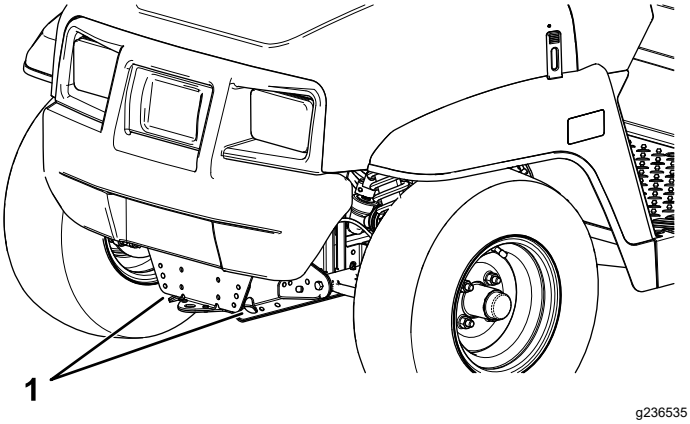
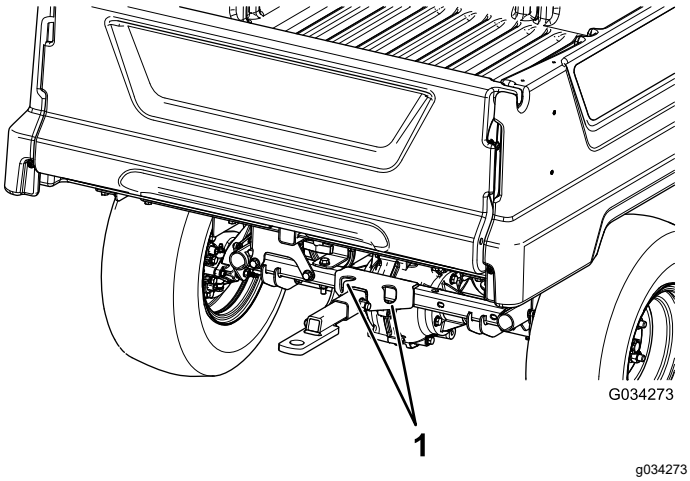

Figuur 22
Figuur 23
Zie Figuur 22 en Figuur 23 voor de plaats van de bevestigingspunten van de machine.
2. Bevestig een sleepkabel aan de lip op de voorzijde van het machineframe (Figuur 22).